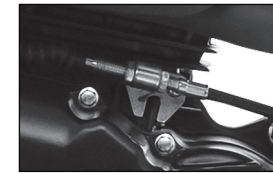

Imagen 19. Tuercas de ajuste.
6. Utilizar las tuercas del embrague ubicadas en la parte superior del motor. Ver imagen 19.